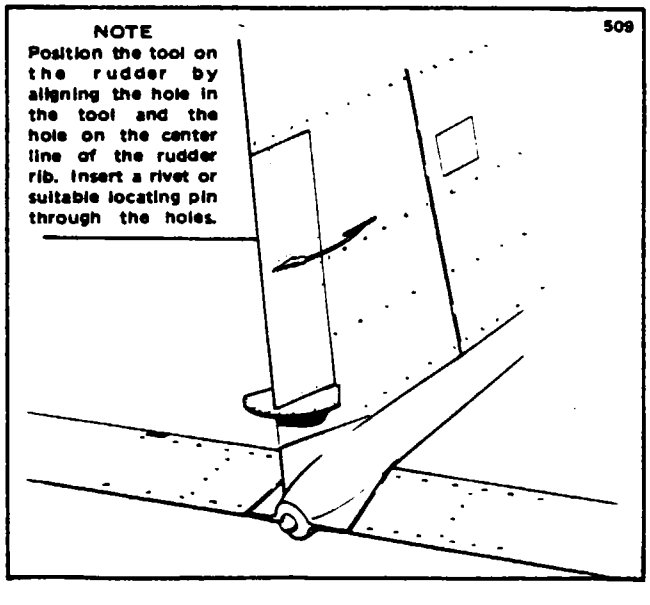

Figure 5-14. Installation of Rudder Trim Rigging Tool
c. With the trim screw (25) disconnected from the control rod (33) and allowed to rotate, turn the trim drum until 11.50 turns of cable are on the forward end of the drum and 7.00 turns of cable on the aft end of the drum.
d. Now rotate the screw (25) so 1.03 of an inch exists between the forward screw stop (24) and the drum housing (26), as measured along the screw. (Neutral position of the screw is at this measurement.) Connect the control rod to the screw.
e. With trim screw in neutral position, the trailing edges of the tab and rudder should align. If they do not, remove the attachment bolt (31) and loosen the jam nut (29) on the rod end (30) at the aft end of the tab control rod. Turn the rod end until the trailing edges align. Install and secure the attachment bolt (31) and rod end jam nut (29).
f. Turn the trim in each direction until screw stops to check tab angles from the center line of the rudder as given in Table V-I. A rudder trim tab rigging tool may be fabricated to check the table angles. (Refer to Figure 5-35.) Install the tool as illustrated in Figure 5-14. Also check the minimum number of wraps left on trim drum. (Minimum allowable is one and one-quarter turns.)